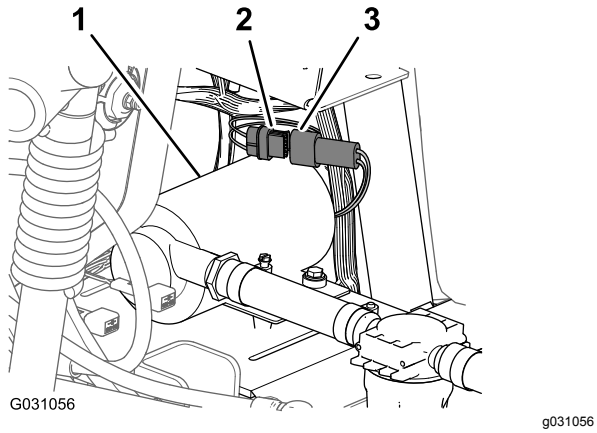

Figur 238
1. Anslut kontakten med sex stift på sköljpumpens kablage från kontakten med sex uttag på det bakre huvudkablaget (Figur 238).